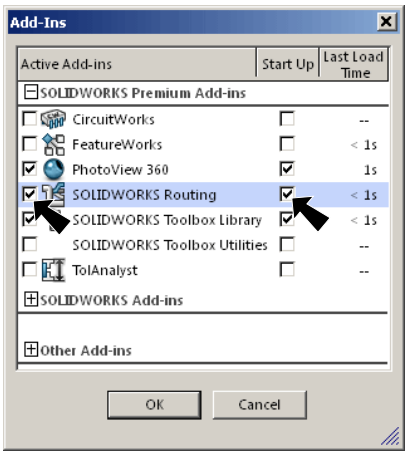

Fig. 53
Step 2. In the dialog box place a check in the check box under **SOLIDWORKS Routing Active Add-Ins** and **Start-Up**, **Fig. 53**. Click OK.